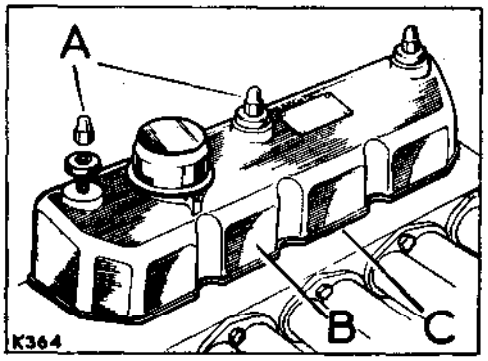

**Fig. A1-65. Engine top cover**
6. Refit the engine top cover, referring to Fig. A1-65.